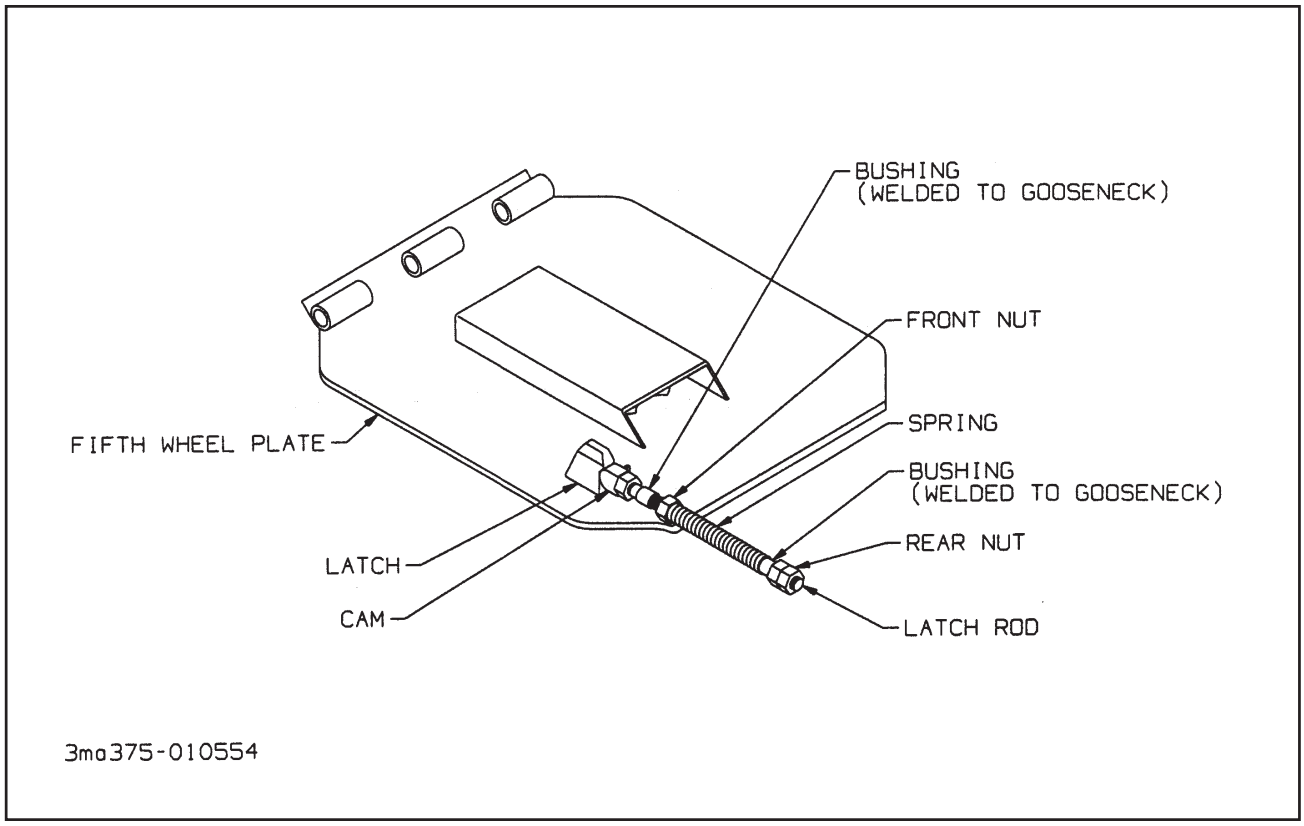

Figure 4-4 Fifth Wheel Latch Adjustment
a. To adjust fifth wheel latch assembly, support fifth wheel plate and adjust rear nut until the cam just touches the flat surface on the latch **(See Figure 4-4).**